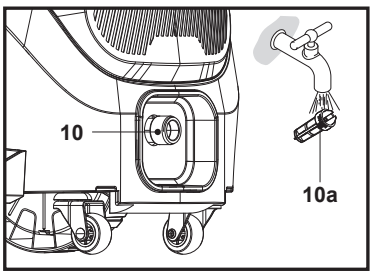

Fig. 24
2. Retirer le filtre (10a) du raccord d'arrivée d'eau (10) et le rincer à l'eau du robinet pour éliminer tout corps étranger (Fig. 24). Réinstaller le filtre (10a).